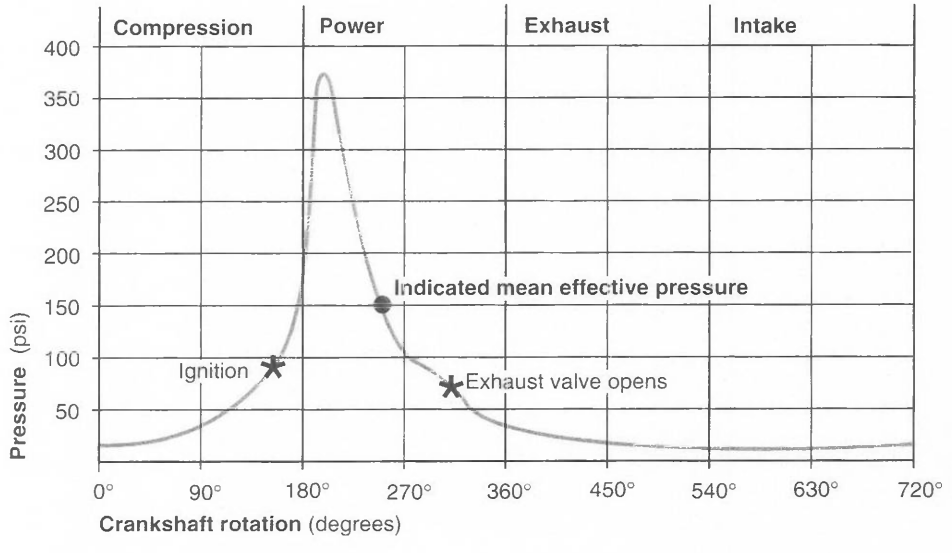

Figure 2-7. *A plot of the indicated pressure inside a cylinder of a reciprocating engine during one complete cycle*
2. Find the amount of pressure acting on the piston head. This is the mean effective pressure (MEP) and is the average pressure inside the cylinder during the power stroke. Indicated mean effective pressure (IMEP) is actually a measured value. It was originally measured by an instrument called an indicator, thus its name, but today it is measured far more accurately by an electrical pressure transducer. IMEP is expressed in pounds per square inch. *See* Figure 2-7.